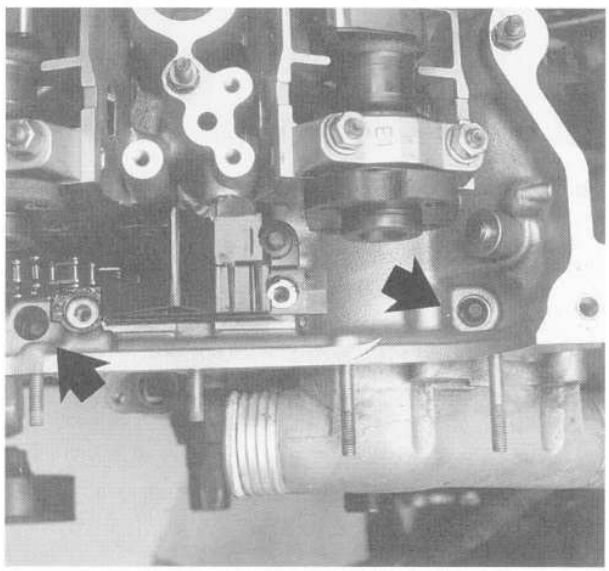

Fig. 12. Cylinder head-to-timing chain cover mounting bolts (**arrows**).
22. Remove the three bolts holding the lower timing chain cover to the cylinder head (use Torx E8 socket). See Fig. 12.